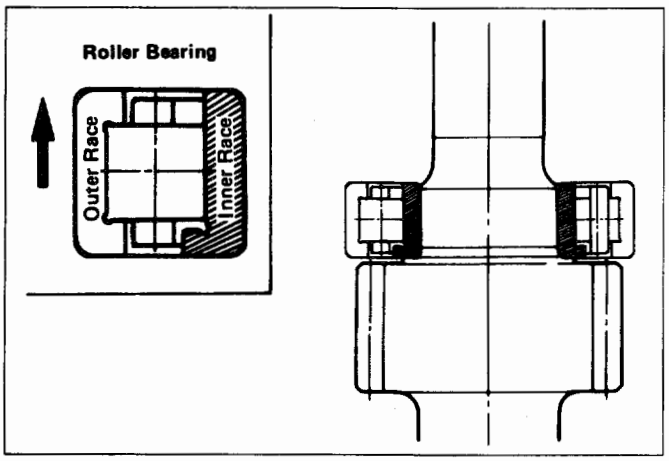

Fig. 7B-89
28. Front roller bearing (Fig. 7B-90)